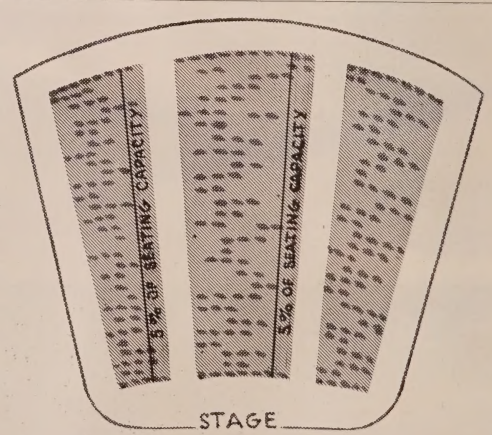

FIG. 2.
b. Stretch one string from a seat in the first row directly back to the corresponding seat in the last row, the distance from the aisle adjusted so as to mark off 5% of the orchestra seating. Do the same on the other side 10% of the seats marked off between aisles and strings. (See Fig. 2). Turn up all such enclosed seats.